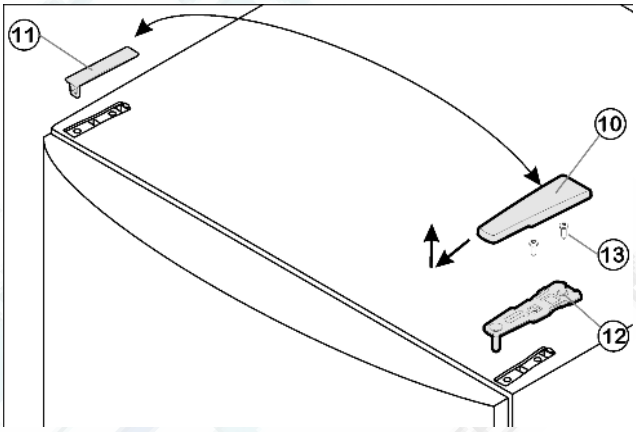

Fig. 4
▶ Потяните крышку *Fig. 4 (10)* вперед и вверх.
▶ Снимите крышку *Fig. 4 (11)*.
▶ Открутите верхний опорный кронштейн *Fig. 4 (12)*(2 шт. Torx® 25) *Fig. 4 (13)* и вытяните вверх.
- ▶ Установите верхний опорный кронштейн *Fig. 4 (12)* на новой стороне шарнира и защелкните в дверце.
- ▶ Прикрутите верхний опорный кронштейн *Fig. 4 (12)***(с моментом 4 Нм)**(2 шт. Torx® 25) *Fig. 4 (13)*. При необходимости проделайте отверстия или используйте аккумуляторную отвертку.
- ▶ Защёлкните крышку *Fig. 4 (10)* и крышку *Fig. 4 (11)* на противоположной стороне.